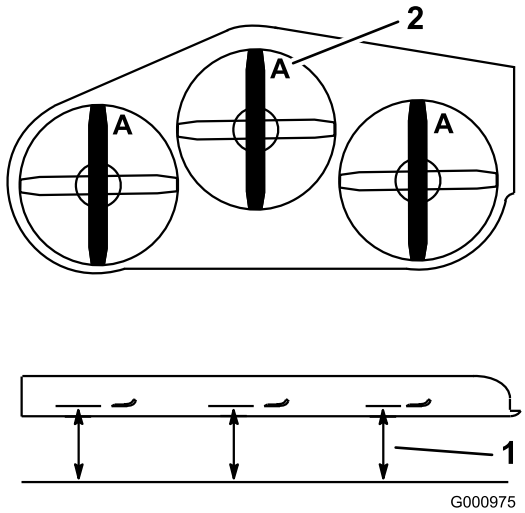

Bild 77
3. Drehen Sie die Schnittmesser, bis die Enden nach vorne und hinten gerichtet sind. Messen Sie von einer ebenen Fläche bis zu den Schnittkante (Position **A**) der Messer (Bild 77). Notieren Sie diesen Wert.